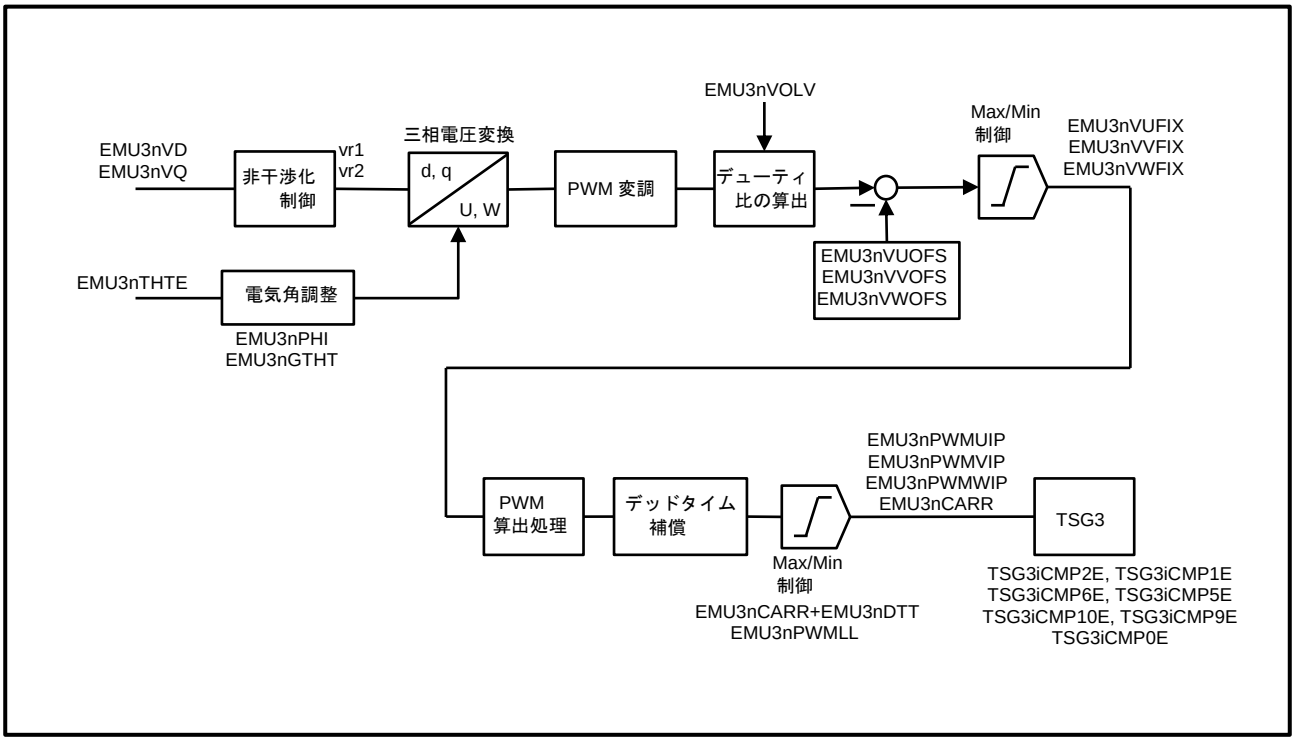

図 2-5 PWM IP のブロック図
- PWM IP は、PI 制御 IP で算出された d 軸電圧と q 軸電圧を用いて、U/V/W 相の出力電圧を求め、その電圧値から PWM 波形出力における各相のデューティ比とコンペアレジスタ値を算出します。EMU3nIPTRG レジスタの PWMIPTRG ビットを“1”に設定した場合、PI IP の処理が完了すると、PWM IP が自動的に起動します。図 2-5 に PWM IP のブロック図を示します。